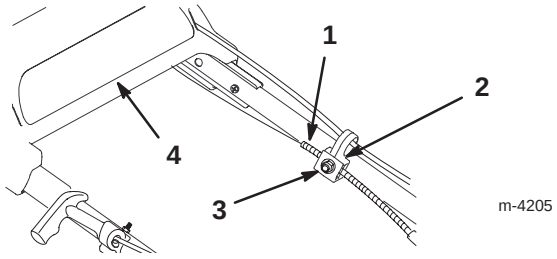

Bild 20
3. Lockern Sie die Mutter am Bowdenzug (Bild 20).
6. Ziehen Sie den Kabelmantel nach unten (zum Rasenmäher), so dass das Kabel kein Spiel hat (Bild 20).
7. Lockern Sie das Antriebsteil, während Sie den Kabelmantel nach unten halten und ziehen die Mutter an der Zugstütze fest (Bild 20).